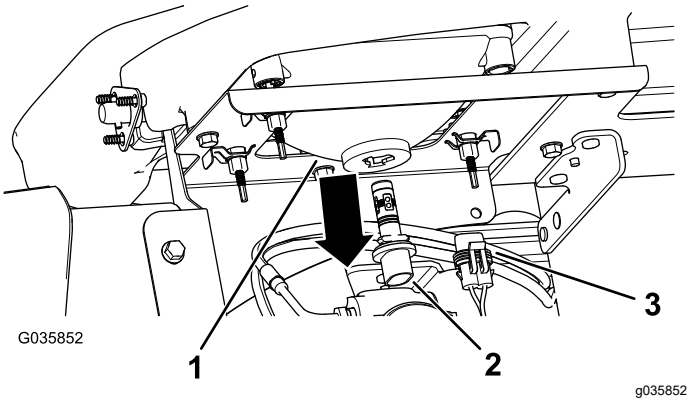

Figur 43
3. Frakoble den elektriske forbindelsen for nettet fra koblingsstykket til pæreenheten på baksiden av frontlyshuset (Figur 43).
4. Vri pæreenheten ¼ omdreining mot klokken og flytt den bakover, ut av frontlyshuset (Figur 43).
5. Sett på den nye pæreenheten og frontlyshuset, og juster tappene i pæreenheten med sporene i frontlyshuset (Figur 43).
6. Fest pæreenheten ved å vri den ¼ med klokken (Figur 43).
7. Tilkoble den elektriske forbindelsen for nettet til koblingsstykket til den nye pæreenheten (Figur 43).